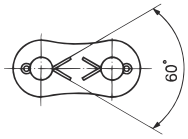

Figure 22: Open Legs of Cotter Pin
1) After the cotter pin has been fully inserted into the hole on the end of the pin, open the legs of the cotter pin to an angle of around 60 (Figure 22). Do not re-use cotter pins. Do not use commercially available cotter pins.